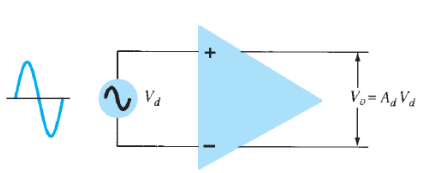

FIG. 10.7
- Figure 10.7 shows a differential input, differential output operation. The input is applied between the two input terminals, and the output is taken from between the two output terminals. This is a fully differential operation.